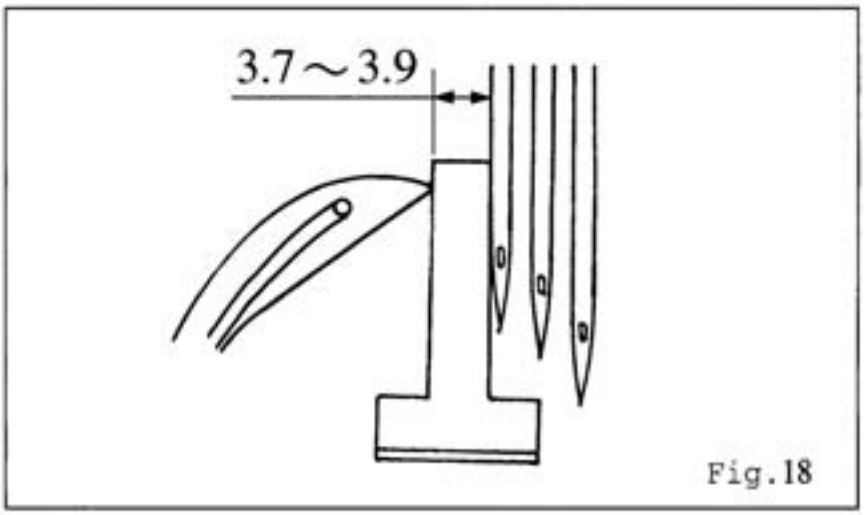

Fig.18
2. 再将针棒降至最低点，此时勾针与最左针之距离为3.7mm~3.9mm（图18）
2. Please move the Needle Bar to the lowest position, setting the distance between the point of Looper and shortest left needle is 3.7mm~3.9mm.(Fig18)